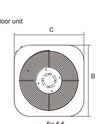

Fig.6-5 *Fig.6-6*
- The minimum distance between the outdoor unit and obstacles described in the installation chart does not mean that the same is applicable to the situation of an airtight room. Leave open two of the three directions (M,N,P) *(Refer to Fig.6-5)*